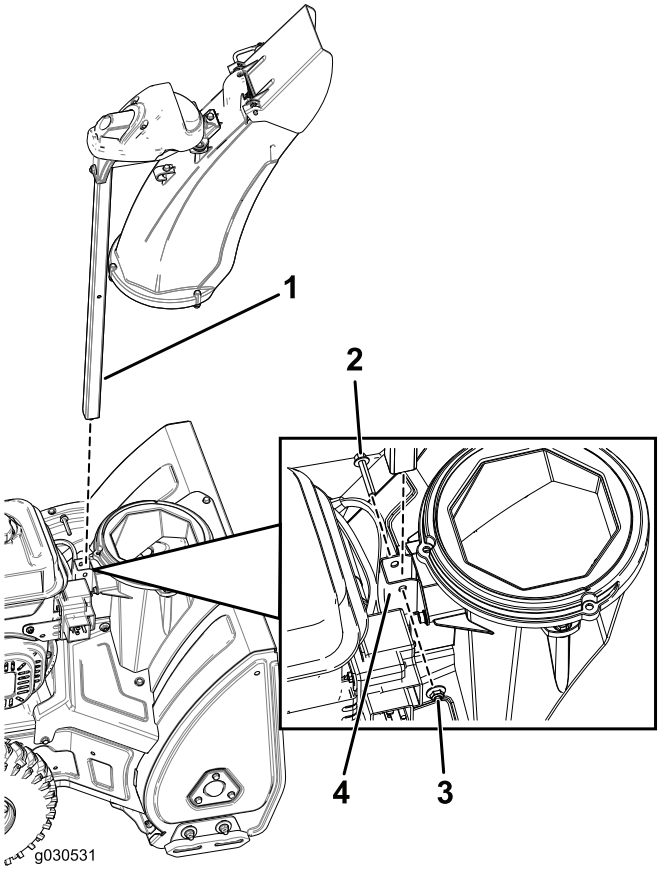

Bild 5
1. Führen Sie die Auswurfkanalstrebe durch die Halterung ins Maschinenunterteil und befestigen Sie sie mit einer Schraube und einer Sicherungsmutter (Bild 5).